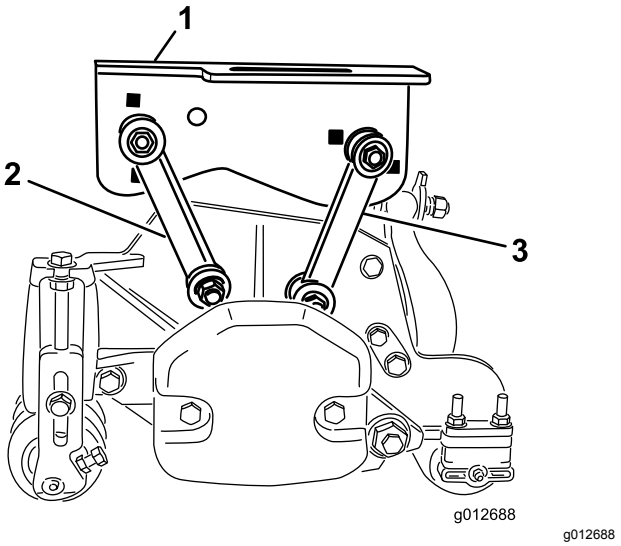

Figuur 17
- Bevestig de voorste montagekoppelingen in de openingen van het middelste draagframe met een bout (⅜" x 2¼"), 2 platte ringen en een borgmoer, zoals getoond in Figuur 17. Plaats tijdens het monteren een ring aan beide zijden van de koppeling. Draai de bevestigingen vast met een torsie van 42 N·m.
- Bevestig de achterste montagekoppelingen in de openingen van het middelste draagframe met een bout (⅜" x 2¼"), 2 platte ringen en een borgmoer, zoals getoond in Figuur 17. Plaats tijdens het monteren een ring aan beide zijden van de koppeling. Draai de bevestigingen vast met een torsie van 42 N·m.